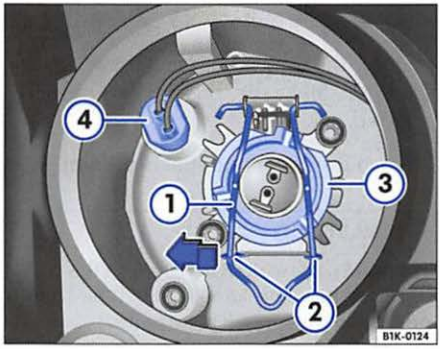

Fig. 37 In the headlight: high beam bulb ③ and position light bulb ④
– Remove the bulb holder ⇒ page 95, fig. 37 ④ from the headlight.